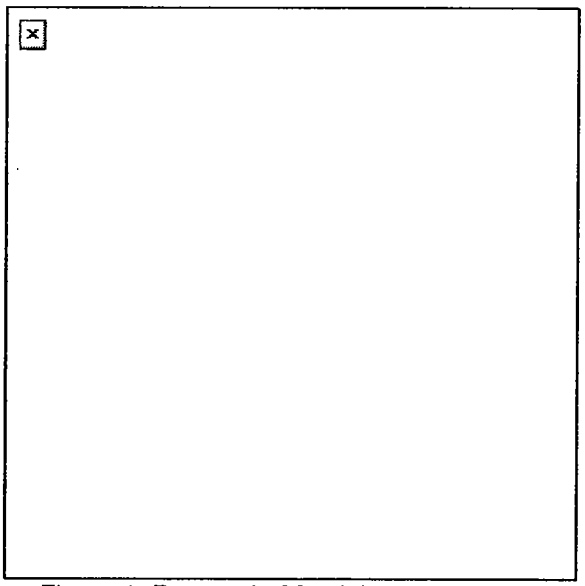

Figure 1. Removal of feed throat assembly
a. Place the safe/fire switch in the safe (S) position. Ensure the bolt is forward.
a. Remove the feed throat assembly (Figure 1). Squeeze the two sets of grip pins together and pull them straight out.